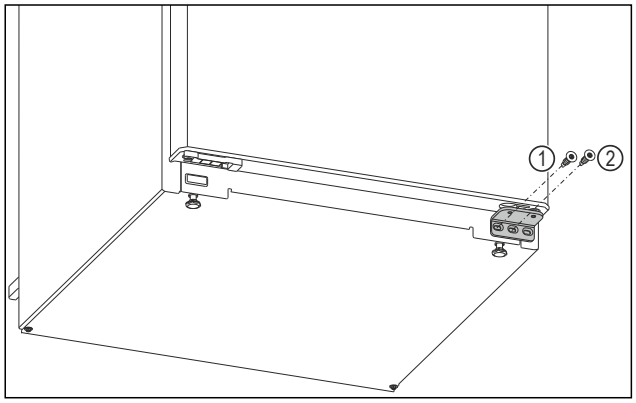

Fig. 6
▶ Skruva ur den invändiga skruven på undre lagerkonsolen med skruvmejsel Torx 20. *Fig. 6 (1)*
▶ Skruva ur den mellersta skruven på undre lagerkonsolen med skruvmejsel Torx 20. *Fig. 6 (2)*